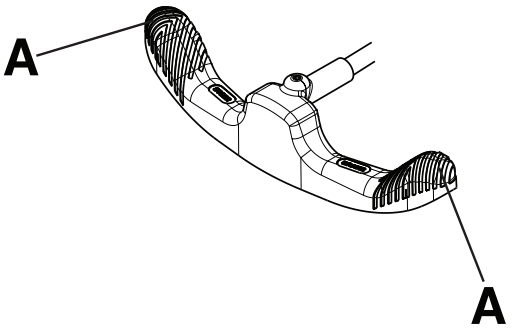

Figur 2 – Betjening af bremse-/styrepedal
Bemærk - Tryk ikke ned midt på bremse-/styrepedalen. Tryk altid ned på ydersiden (A) af bremse-/styrepedalen. (Figur 2).